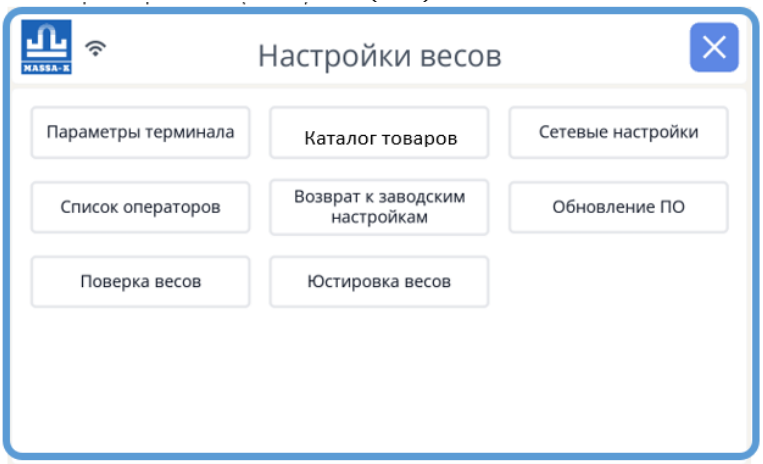

Рис. 9 - Экран настройки терминала
- Кнопкой «Каталог товаров» в меню настройки весов, см. Рис. 9.